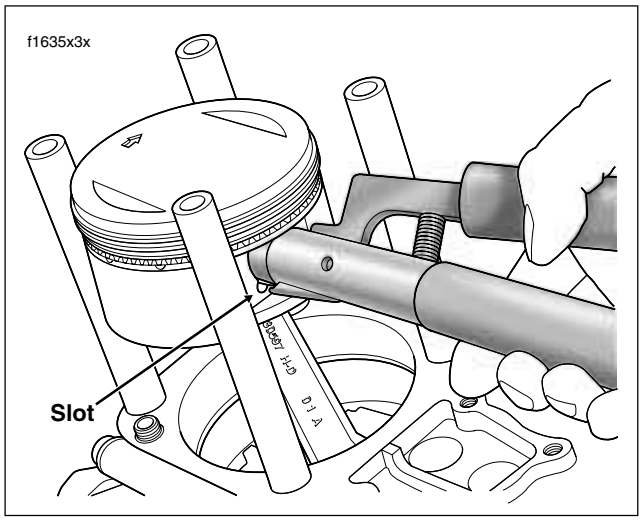

Figure 3-25. Remove Piston Pin Circlip
a. Insert the PISTON PIN CIRCLIP REMOVER/ INSTALLER (HD-42317A) into the piston pin bore until claw on tool is positioned in slot of piston (directly under circlip). See Figure 3-25.